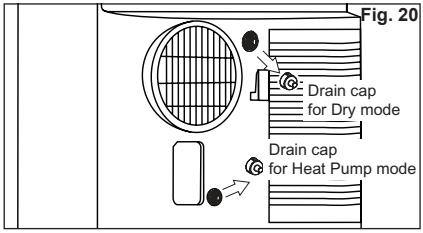

Fig. 20
- Unscrew the drain cap of continuous drain outlet(Fig.20).